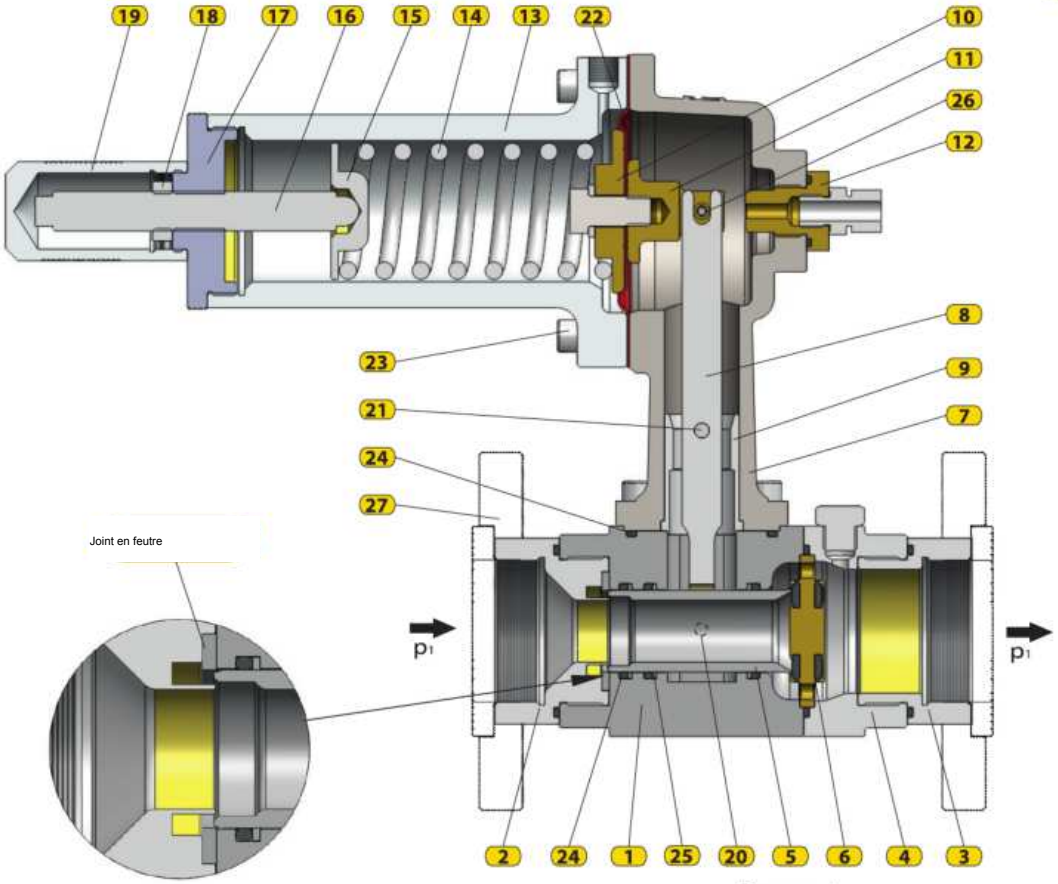

Figure 4.
Le régulateur axial 126-AX (fig. 4) possède des raccords filetés (2) et à brides (27) ; matériaux et dimensions dépendent de la classe. Jusqu'à 25 bar, le corps est en aluminium ; au-delà, en acier. La buse mobile a deux joints toriques jusqu'à 25 bar et trois pour ANSI300/ANSI600. Le siège (6) est symétrique : si un côté est endommagé, tourner l'ensemble de 180° pour utiliser l'autre. Chaque régulateur comporte des joints en feutre